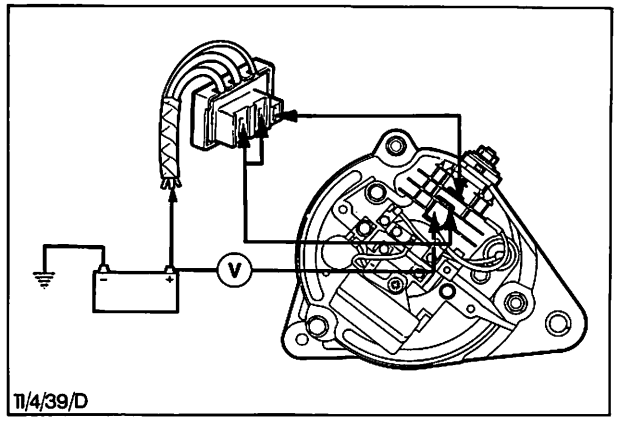

Abb. 37 Spannungsabfall im Plus-Teil des Ladestromkreises prüfen
10. Testkabel und Voltmeter wie in Abb. 37 gezeigt anschließen, um den Spannungsabfall im Plus-Teil des Ladestromkreises zu prüfen.